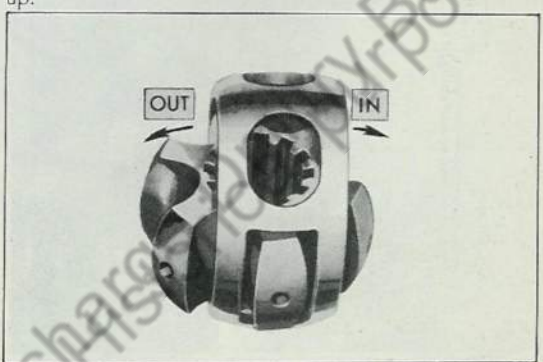

Fig. 22 Pass Inner Race Tooth Through Opening in Cage and Roll Race Out of Cage
7. Turn inner race until tooth of inner race projects through one rectangular opening in ball cage and roll race out of cage. See Fig. 22.
3. Put inner race into cage by inserting one race tooth into rectangular opening in cage and rolling it into place. See Fig. 22. Try for a free fit.